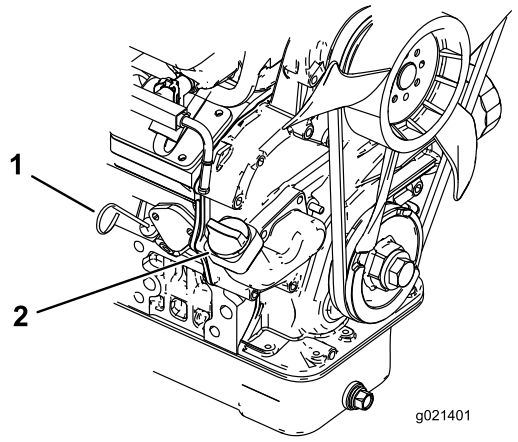

Figur 25
2. Fjern målepinden (Figur 25), og aftør den med en ren klud. Sæt målepinden ned i røret, og sørg for, at den sidder helt i bund. Fjern målepinden, og kontroller oliestanden.
3. Hvis oliestanden er lav, skal påfyldningsdækslet tages af (Figur 25) og tilstrækkeligt olie hældes på til at hæve niveauet til full-mærket på målepinden.